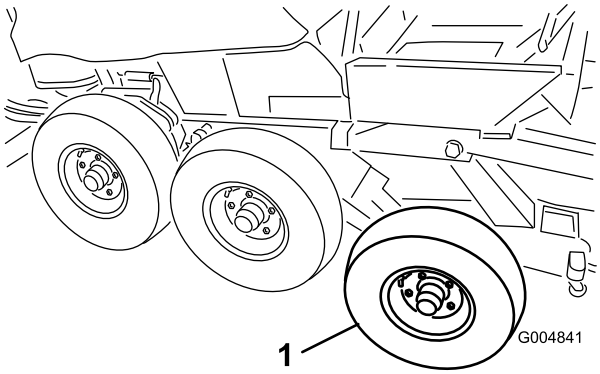

**Rysunek 119**
45. Zdejmij przednie i środkowe koła z zespołu zimowego (Rysunek 119).